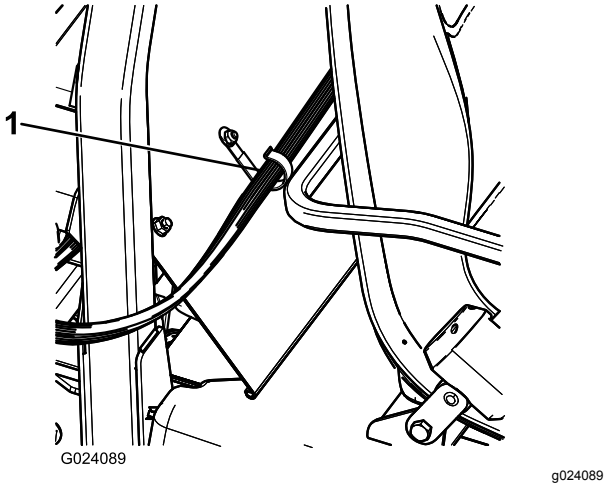

Figur 22
2. Monter en J-klemme bak passasjersetet (Figur 22) ved hjelp av en bolt (¼ x ½ tomme) og en flensmutter (¼ tomme).
3. Fest kontrollkonsolledningen til konsollen og veltebeskyttelsesdekselet med J-klemmer (Figur 22).